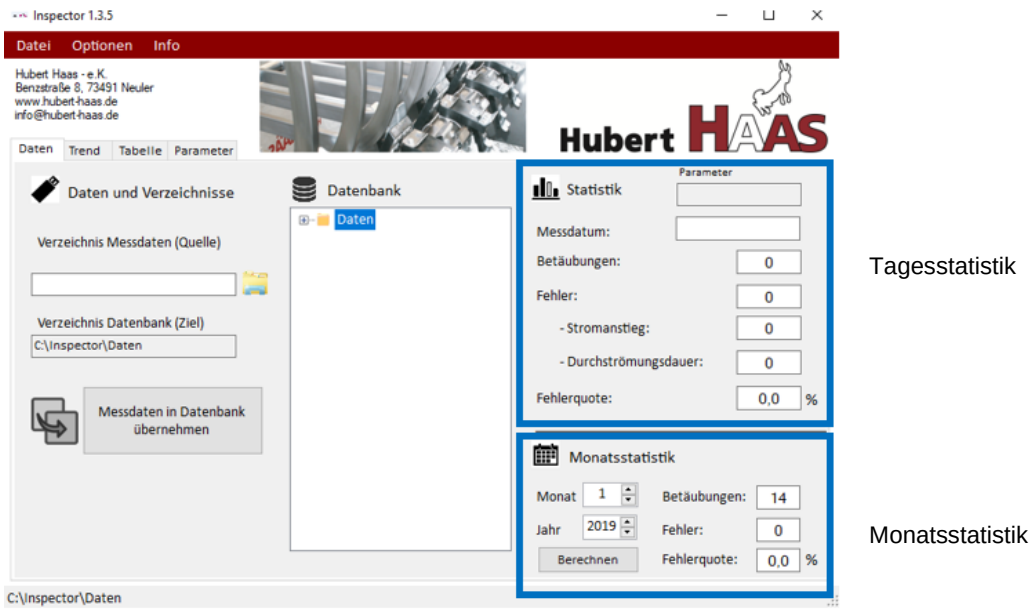

Abbildung 9: Definition des Tages- und der Monatsstatistik für die Druckoption
2. **Tagesstatistik:** Mit dieser Einstellung wird die Tagesstatistik, die im Hauptfenster Daten unter Statistik aufgeführt ist, gedruckt. Inhalte dieser Option sind als Messdatum, Parameter, Betäubungen, Fehler und die Fehlerquote (siehe Abbildung 9).
3. **Monatsstatistik:** Über die Auswahl der Monatsstatistik wird das Ergebnis aller Auswertungen im ausgewählten Monat gedruckt. Dazu muss im Hauptfenster Daten der entsprechende Monat und das gewünschte Jahr über die Nummernfelder eingestellt werden. Die Inhalte des Drucks sind dann die Gesamtanzahl der Betäubungen, sowie der Fehler und die Fehlerquote im ausgewählten Monat (siehe Abbildung 9).